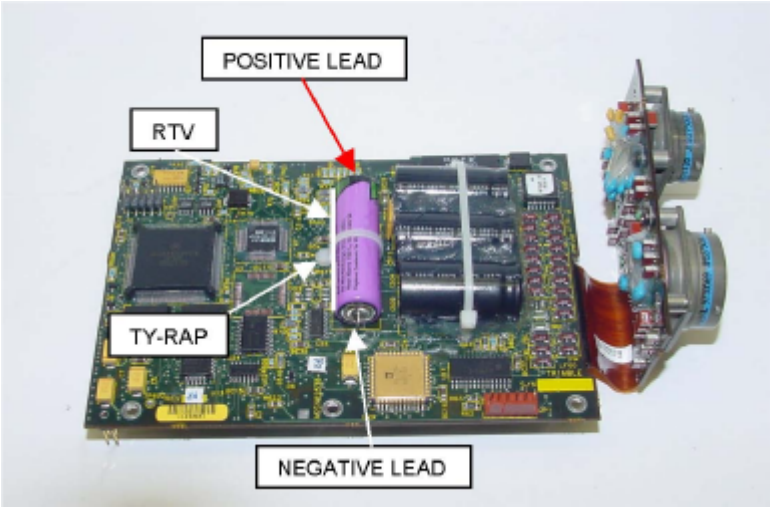

Figure 8
a. Verify polarity (pc board hole is marked BT2+ for the positive lead), position battery leads through the pc board and secure the battery in place using a cable tie (Fig 8).
c. Apply RTV along the length of battery where it rests on pc board and to the solder pads on the foil side of the pc board (See Figure 8).